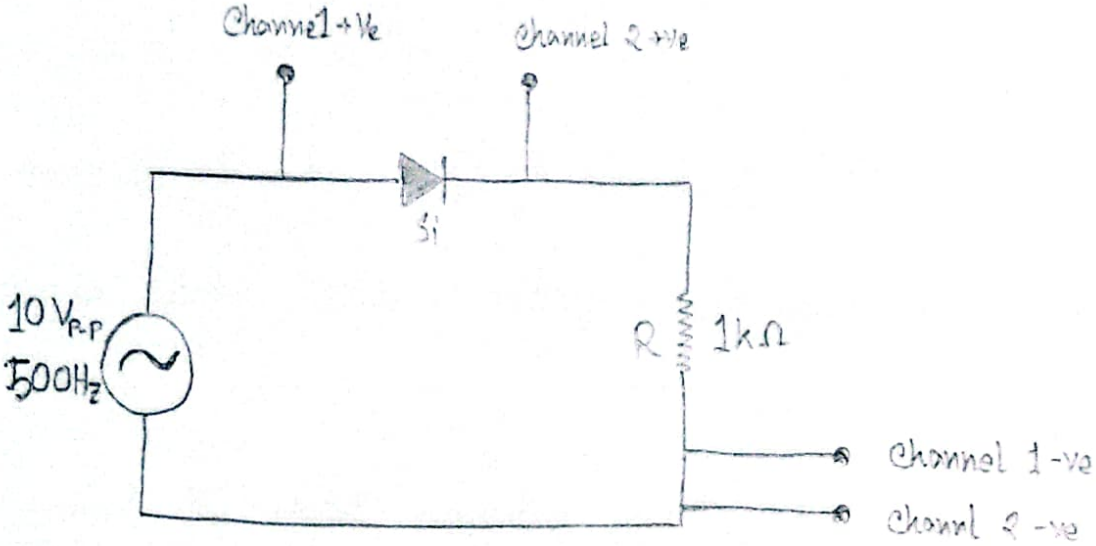

Fig 1.3: Circuit diagram for obtaining diode characteristics from oscilloscope.
6. Now connect the circuit according to Fig 1.3. set the Digital Storage Oscilloscope (DSO) in X-Y mode. You will be able to see the I-V Characteristics curve in the DSO.